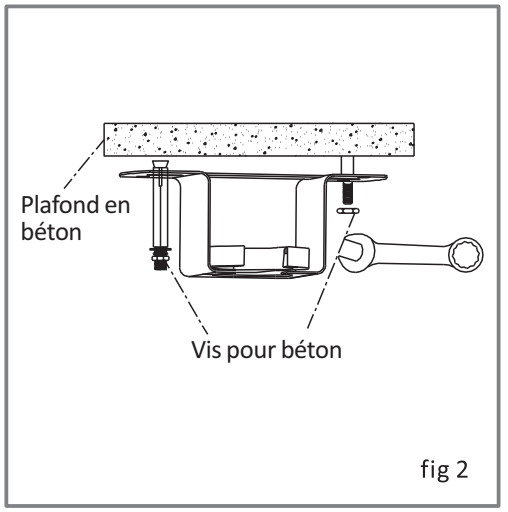

fig 2
2) Plafond en béton : Utilisez deux is pour installer le béton fermement suspension (fig 2)